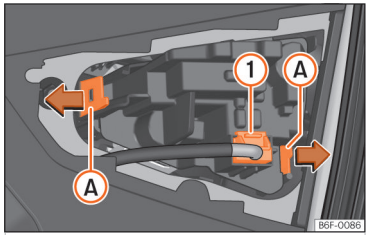

Abb. 173 Lampenträger ausbauen.
- Ziehen Sie den Stecker der Leuchte ››› (Abb. 173) (1) ab.
- Bauen Sie den Lampenträger aus, indem Sie die Befestigungslaschen (A) entriegeln.